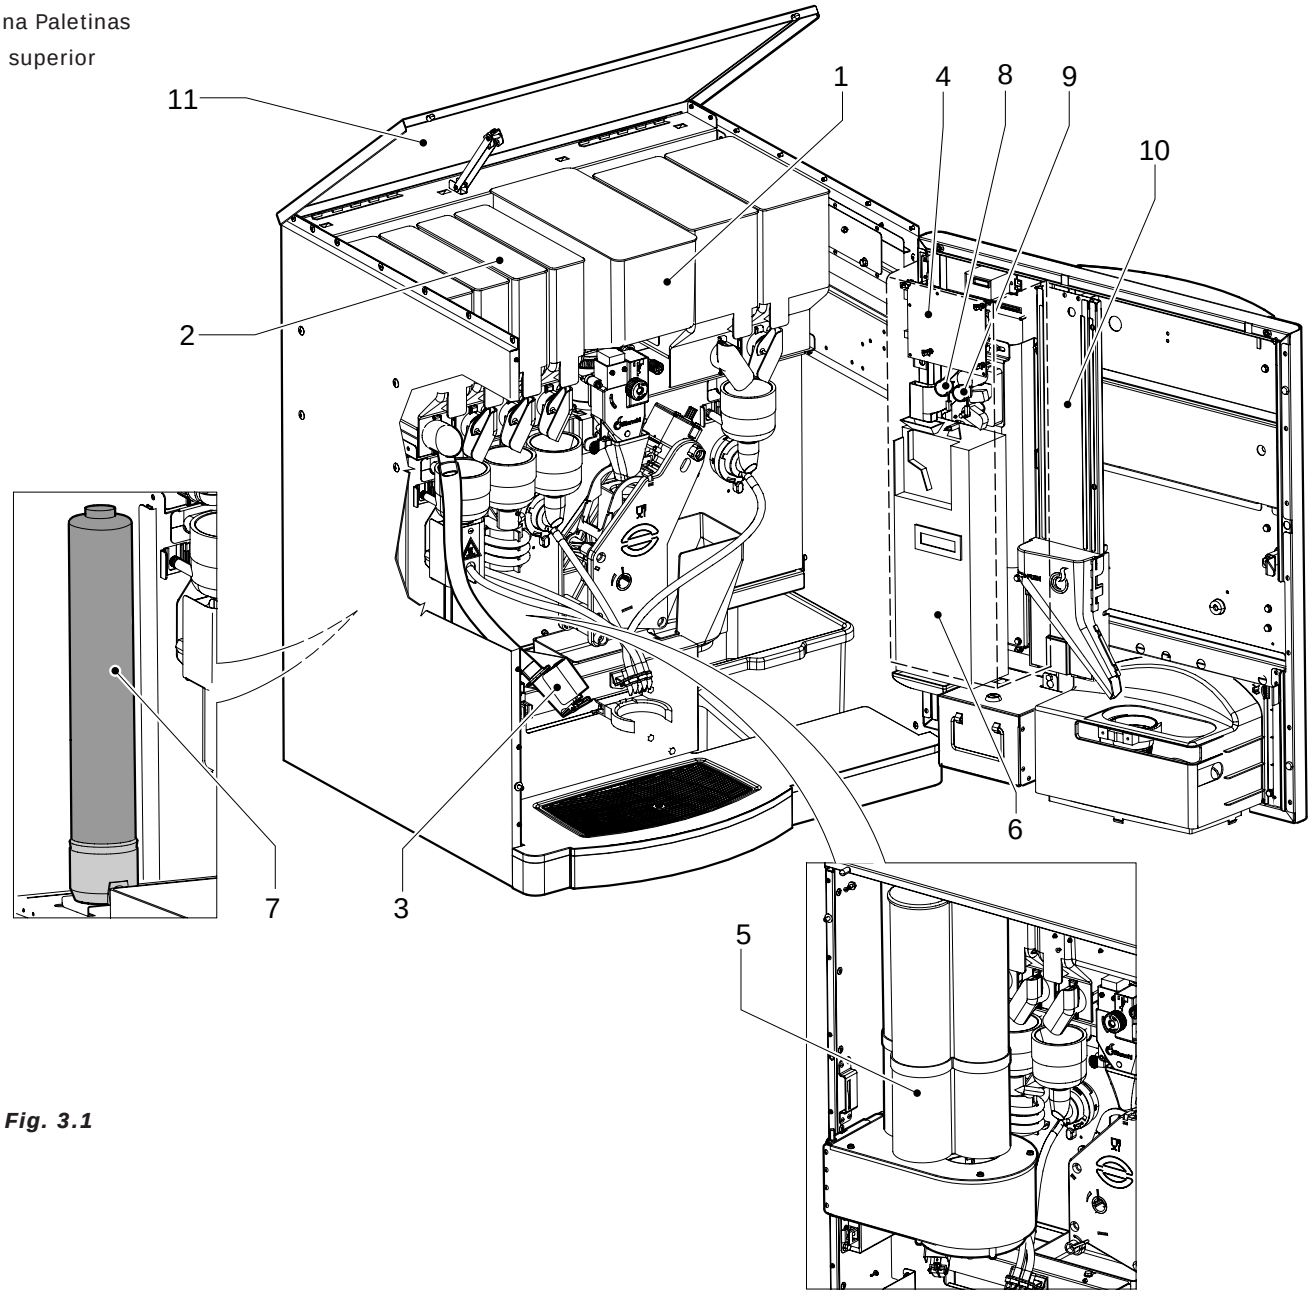

Fig. 3.1
3.1 Descrpción de la máquina Version Expresso (Fig.3.1)